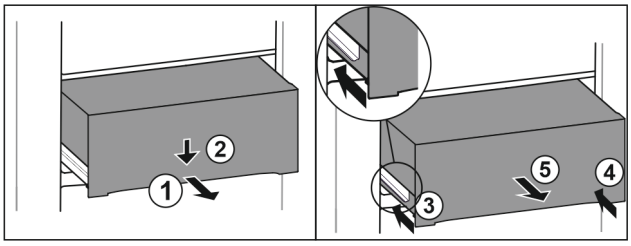

Fig. 111
▶ Schubfach halb herausziehen. *Fig. 111 (1)*
▶ Schubfach an der Vorderseite nach unten drücken. *Fig. 111 (2)*
▶ Linke Schiene etwa 2 cm einschieben. *Fig. 111 (3)*
▶ Rechte Schiene etwa 2 cm einschieben. *Fig. 111 (4)*
▶ Schubfach nach vorne entnehmen. *Fig. 111 (5)*